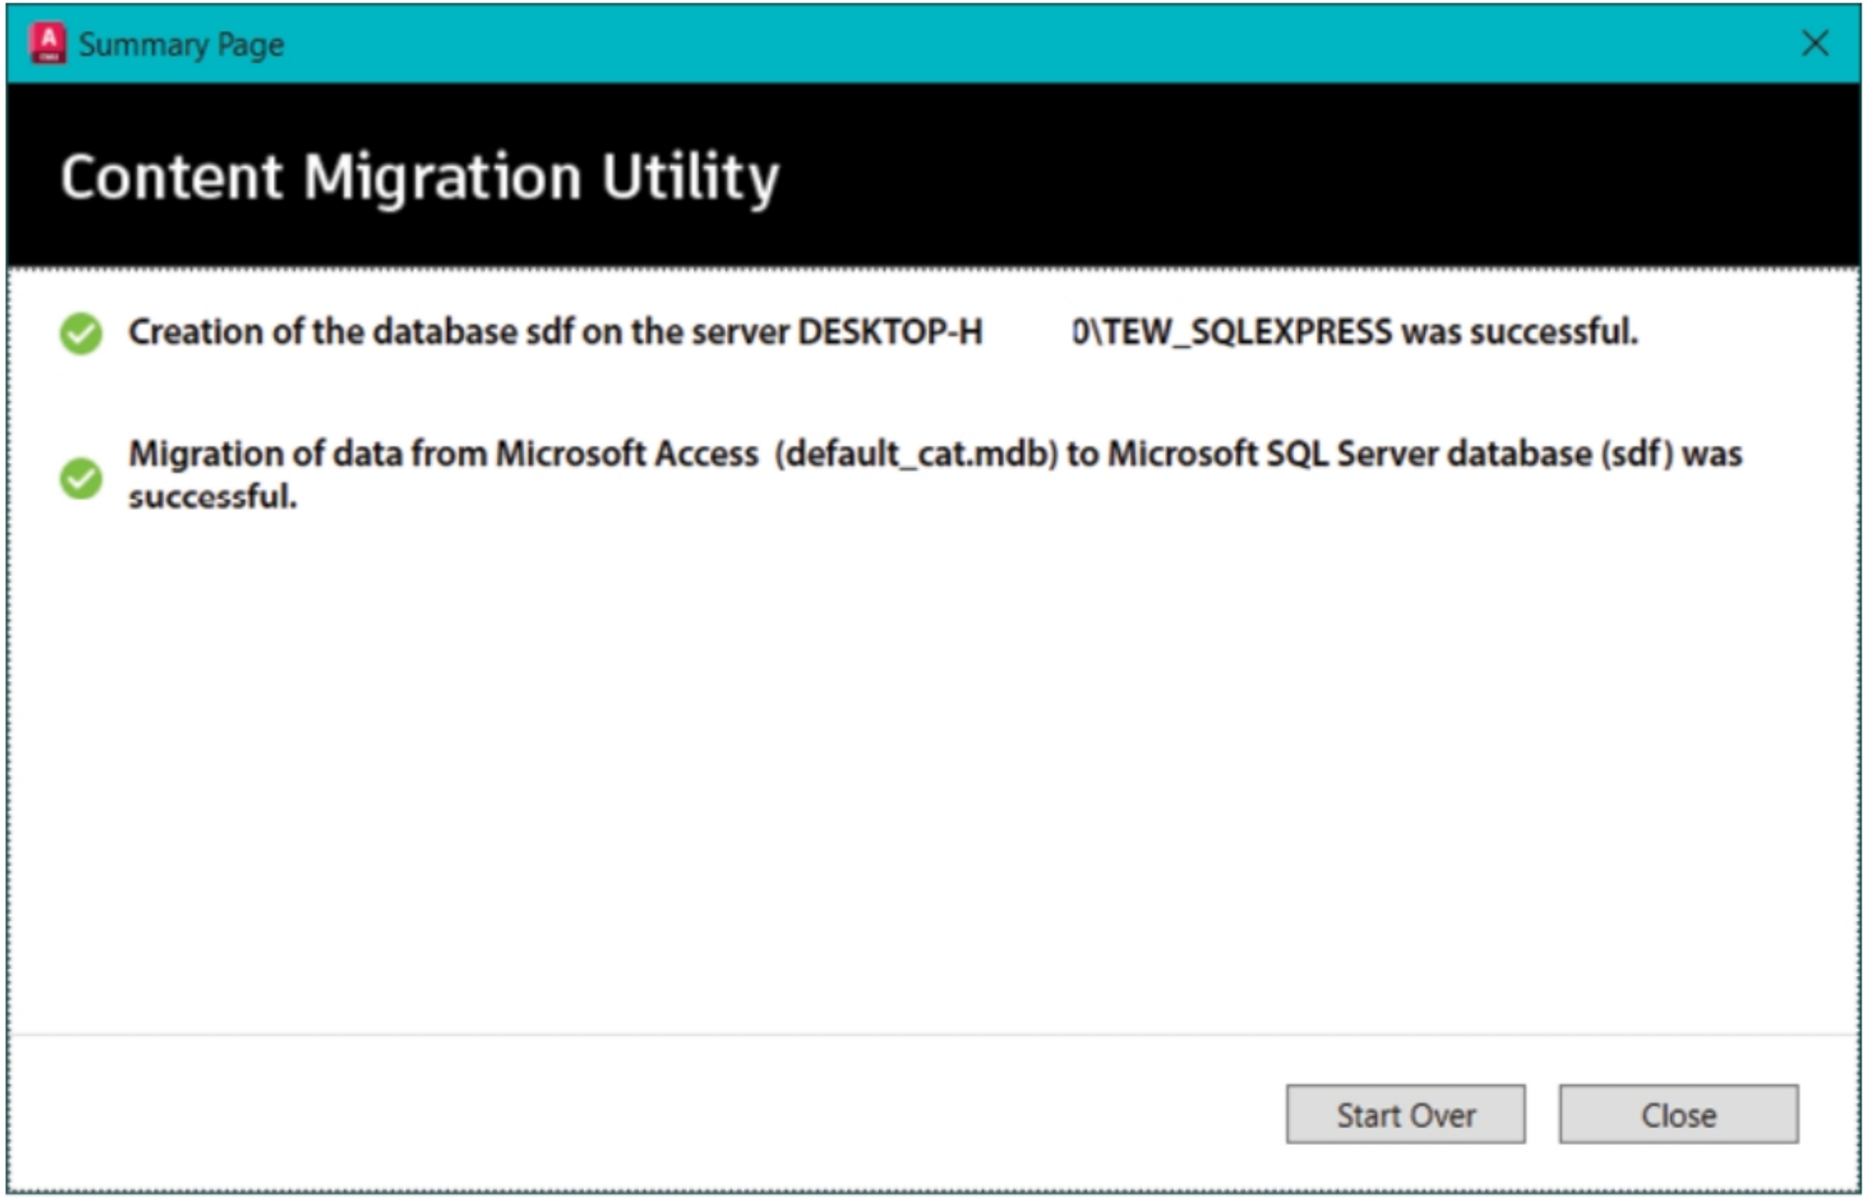

Figure-70. Database migration completion page
- Click on the **Create** button from the application window. The **Completing Creation** page will be displayed. Once the database creation and migration process is complete, the page will be displayed as shown in Figure-70.